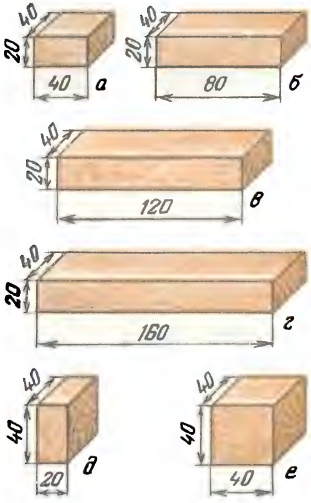

Рисунок 11. Детали строительного материала.
4. Изготовьте из бруска прямоугольного сечения 20×40 мм детали длиной 40, 80, 120, 160 мм (рисунок 11, *а, б, в, г*). Ограничитель устанавливает учитель.
5. Изготовьте из бруска квадратного сечения 40×40 мм детали длиной 20 и 40 мм (рисунок 11, *д, е*).